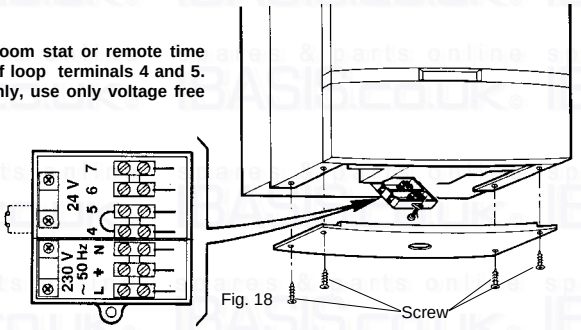

Fig. 18
Electrical installation must be carried out by a competent electrician. The appliance is to be connected to a 230 V ~ 50 Hz supply (see fig. 18). The supply fuse rating is 3A. The terminals are accessible after removing the white base plate and single screw securing the terminal cover (see fig. 18).
7.2 **Room Thermostat** (fig. 18) (or remote time clock connection)
7.3.1 To be wired to terminals 7 and 8 on the appliance connector box (see fig. 18), low voltage twin wire can used.